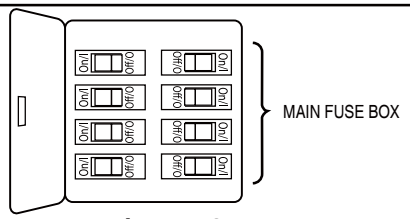

**Figure 13**
**To avoid possible fire or shock, be sure electricity is turned off at the main fuse box before hanging. (Figure 13)**